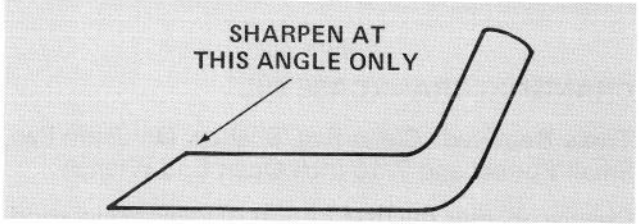

Figure 26
4. Using a file, sharpen cutting edge at both ends of the blade (Fig. 26).
IMPORTANT: Sharpen top side of blade and maintain original cutting angle to assure a sharp cutting edge (Fig. 26). The blade will remain balanced if same amount of material is removed from both cutting edges.